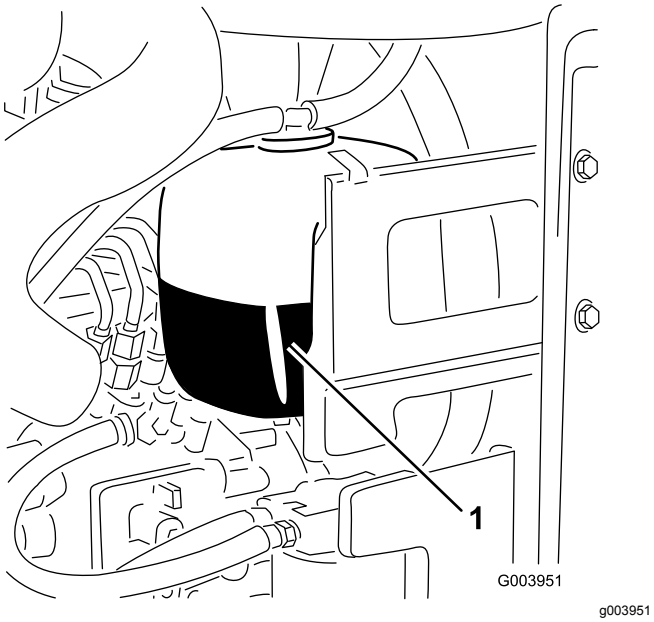

Figur 58
1. Kontroller kølevæskestanden i ekspansionsbeholderen (Figur 58).